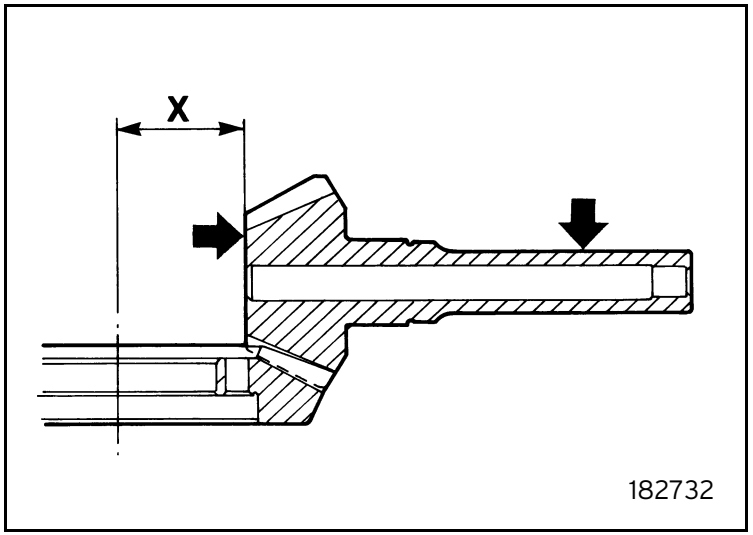

Fig. 32
- Read the value printed on the pinion (arrow) indicating the offset of dimension X (figure 32).